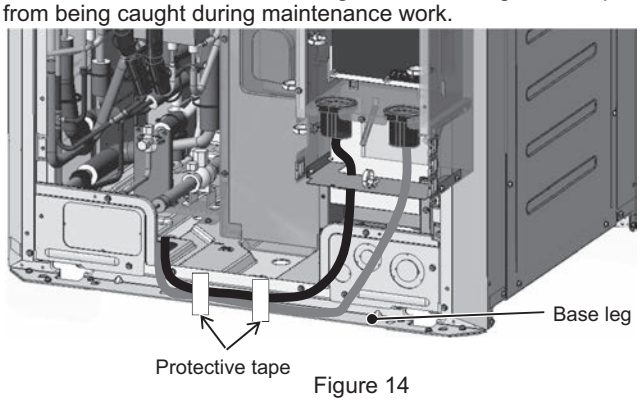

Figure 14
(16) Place the excess weak and strong electrical wirings in the space at the base legs as shown in Figure 14 to keep them from being caught during maintenance work.